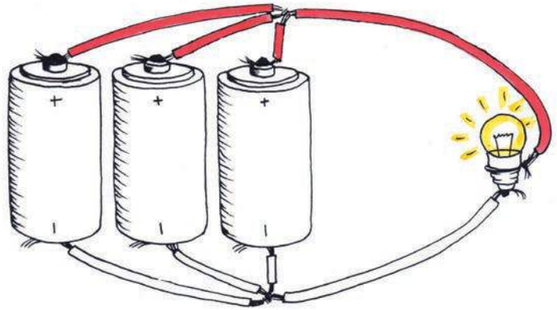
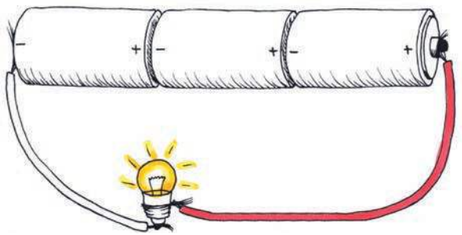

Figure 12: Cells in parallel
Figure 13
1. Compare the circuits in Figures 12 and 13. Each circuit has three cells and one light bulb, but the components are connected differently.
The light bulb in Figure 13 will glow the brightest, because the three cells in series give it 4,5 V, whereas the three cells in parallel give only 1,5 V to the light bulb.
The cells in Figure 13 will become "dead" or "flat" quicker, because they give their energy to the light bulb faster (at a greater rate) than the cells in parallel in Figure 12.
Therefore, the light bulb in Figure 12 will glow for the longest time.